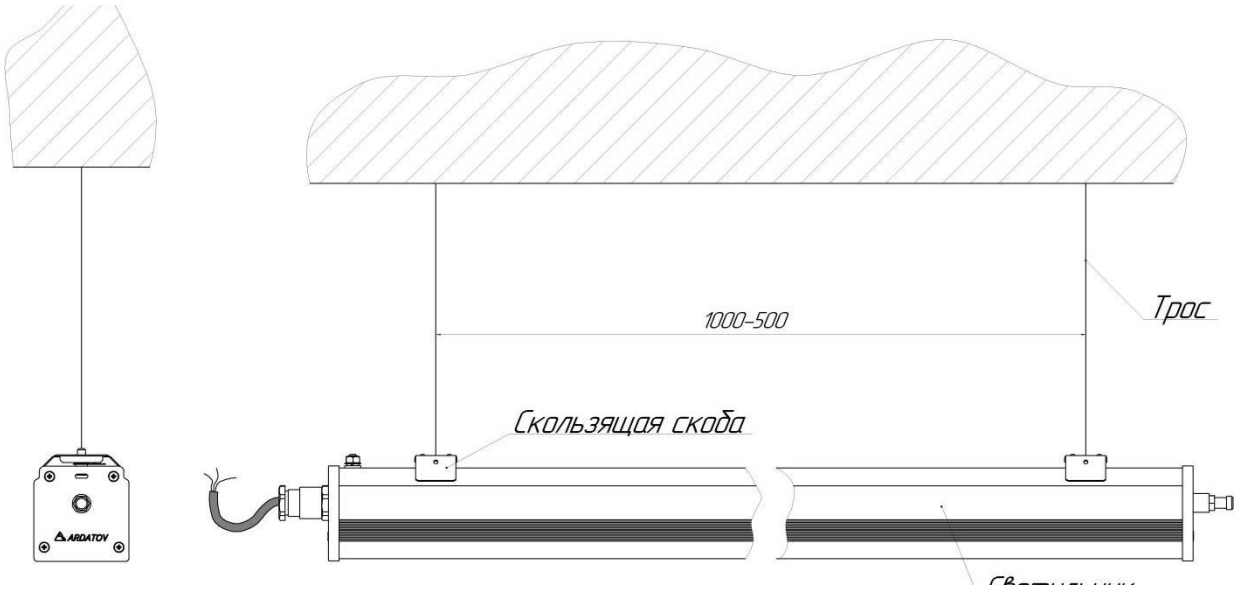

Рисунок 2 - Схема установки светильника на тросовых подвесах (поставляется отдельно).
1.3.3 Схема установки светильника на тросовых подвесах представлен на рис. 2.
2.1. Установка светильника на тросовых подвесах. Закрепить скобы на тросовых подвесах (тросовые подвесы в комплект поставки не входят). Подвесить светильник, закрепив его на скобах (рисунок 2).